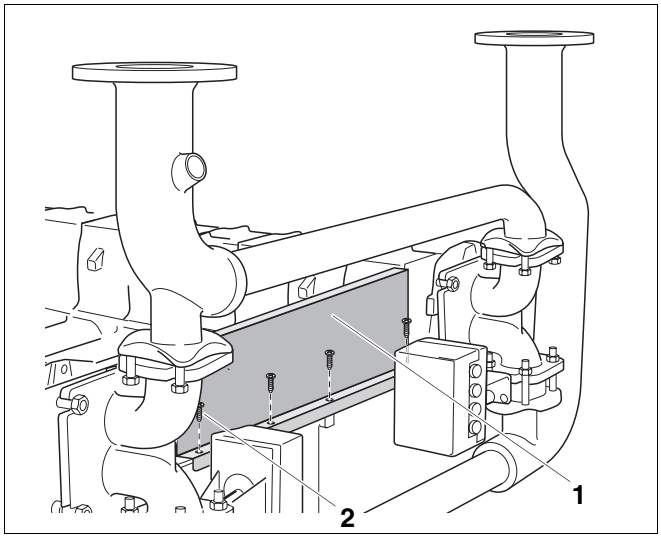

Afb. 35 Voorwand en middendeel monteren
- Plaats de voorwand (afb. 35, **pos. 1**) op de clipmoeren en schroef ze losjes aan met de vier schroeven 4,8 x 22 (afb. 35, **pos. 2**).
- Draai de vier bevestigingsschroeven 4,8 x 22 aan de voorwand (afb. 35, **pos. 2**, pagina 34) vast aan.